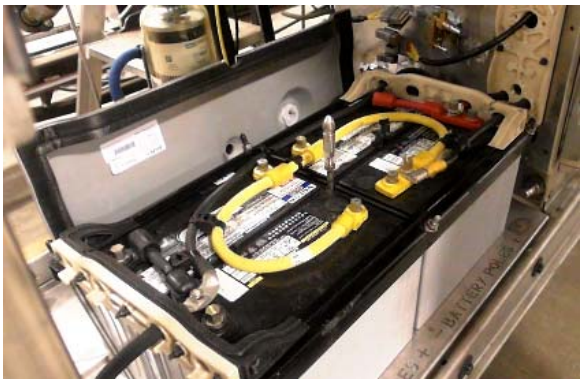

**FIGURE 30: BATTERY BANK COVER REMOVED**
1. Remove the battery bank cover and place behind the battery bank (FIGURE 30).